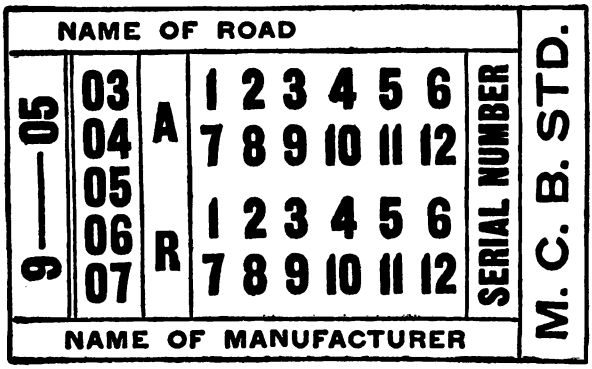

FIG. 112.—STANDARD LABEL FOR AIR HOSE.
Q. What is the object of the markings shown on the hose (Fig. 112)?